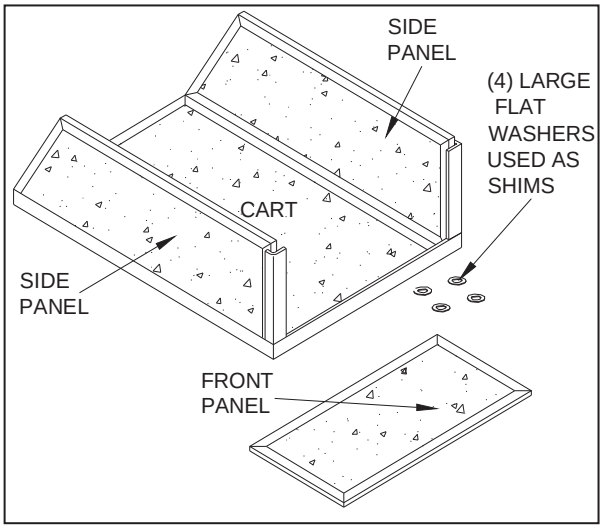

FIGURE 9
15. Lay the cart down on the floor so that the sides are in an upright position. Remove the front panel by sliding it up, then remove the four large washers you used for shims. See figure 9.